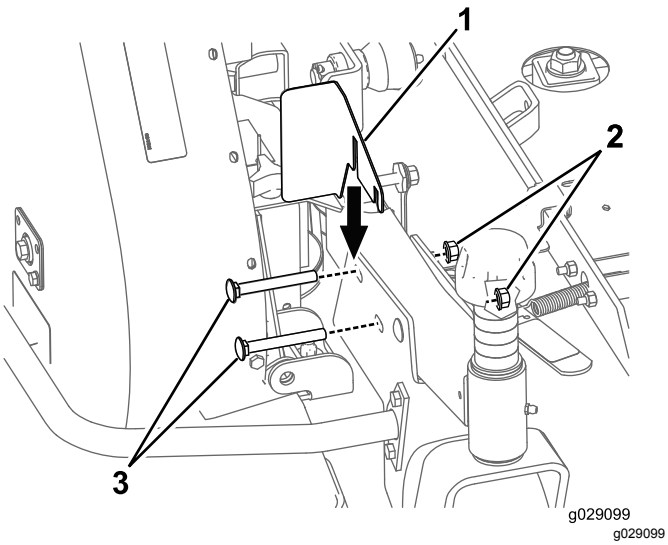

Figura 26
2. Montate la protezione della puleggia sulla macchina (Figura 26).